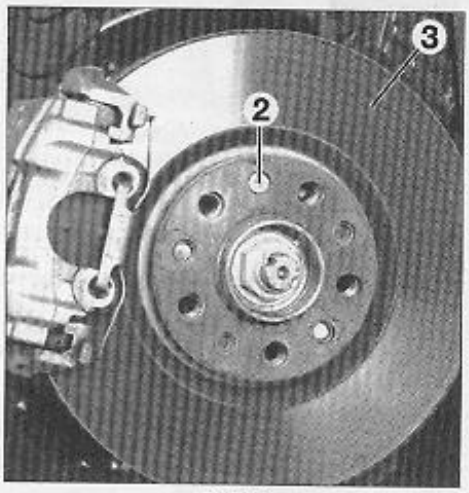

FIG. 8
• Déposer la fixation (2) du disque de frein (3) (Fig.8).